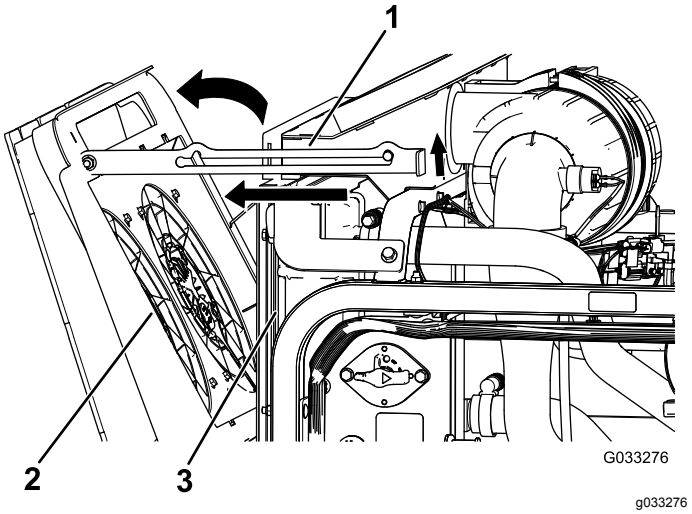

Figur 120
2. Drej motorkøleventilatorerne bagud og væk fra køleren og sæt støttepinden fast i hakket (Figur 120).